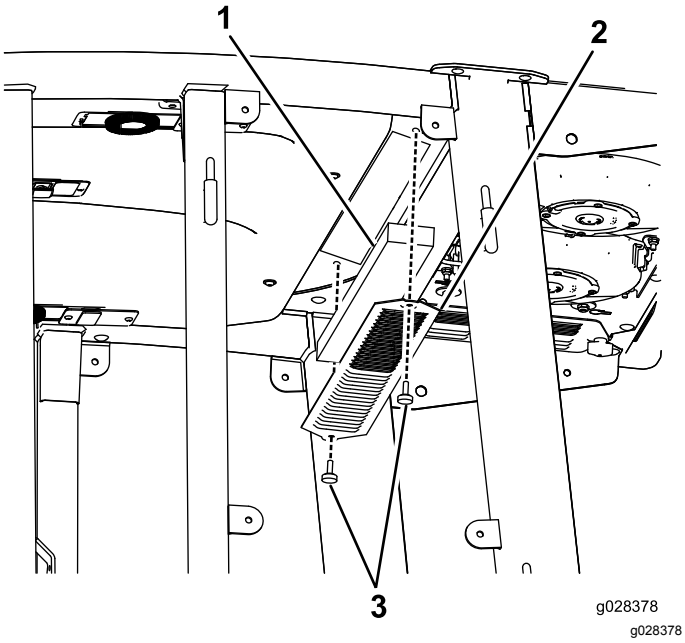
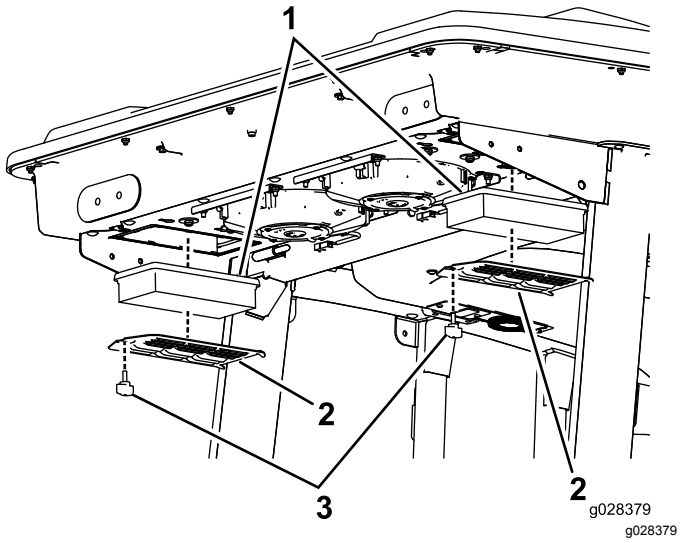
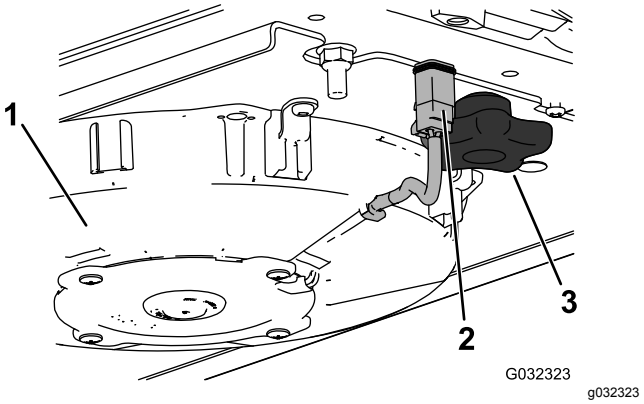
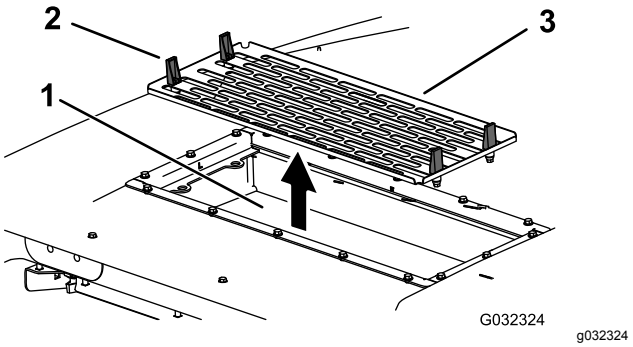

Figuur 148
Figuur 149
Figuur 150
Figuur 151
1. Verwijder de schroeven en de roosters van boven de luchtfilters in en achter de cabine (Figuur 148 en Figuur 149).
2. Maak de bedrading voor elke ventilator los (Figuur 150).
4. Open de 4 vergrendelingen van het airconditioningsysteem en verwijder het scherm (Figuur 151).
5. Verwijder de luchtfilters (Figuur 149).
7. Plaats de luchtfilters, het scherm en de ventilator (Figuur 149, Figuur 150 en Figuur 151).
8. Koppel de draden van de ventilators af (Figuur 150).